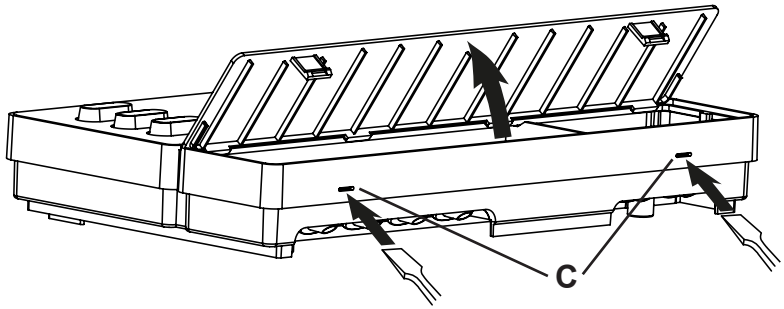

Abb.2 Abnahme des Gehäusedeckels
2. Drücken Sie die Schnappverschlüsse **C** mit einem Schraubendreher leicht ein und nehmen Sie den Gehäusedeckel ab (siehe **Abb.2**).